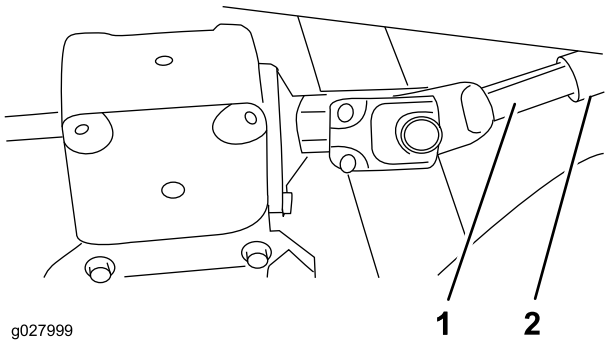

Figura 2
5. Desligue o motor, rode a unidade de corte afastando-a da unidade de tração, separando as secções macho e fêmea do eixo da tomada de força (Figura 2).